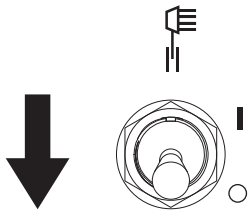

Figure 3-48. Lights OFF (O)
3. See *Figure 3-48*. Switch lights to OFF (O).